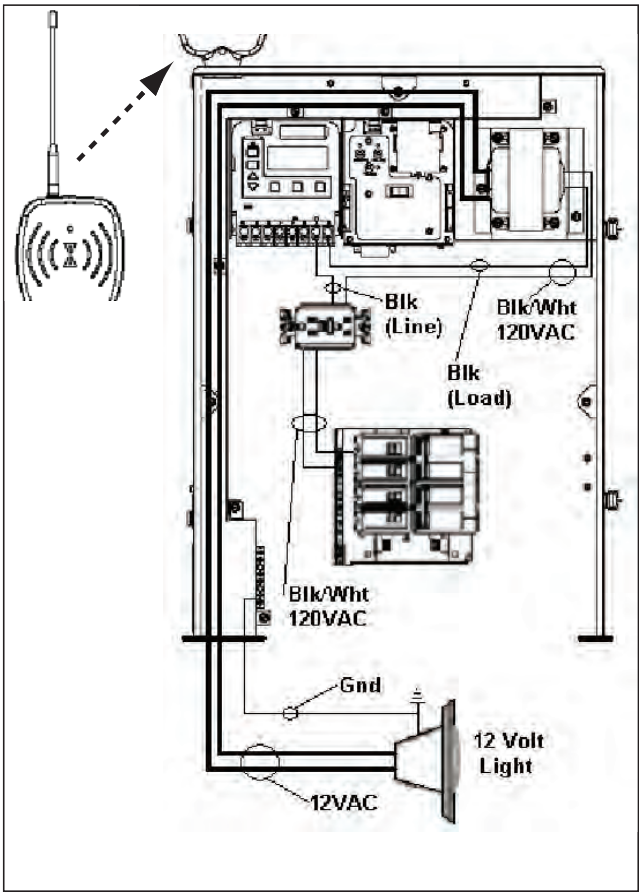

Figure 3-10
1. If required by local code, install a GFCI receptacle and connect the neutral and hot wire, from the circuit breaker, to the LINE side of the GFCI. (See Figure 3-10.)
- **b.** Then out the LINE side of the clock to the LOAD side of the GFCI. (See Figure 3-10.)